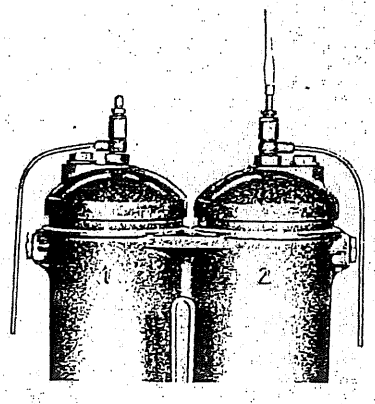

Fig. 8
- Spurgare i filtri azionando a mano la pompa di alimentazione fino ad ottenere un flusso continuo dalle viti di spurgo (Fig. 8) precedentemente allentate.